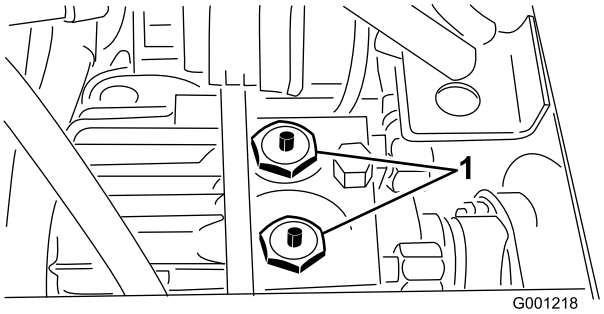

Figuur 33
2. Houd de pennen ingedrukt die zich bevinden in het midden van de twee (2) afsluitkleppen boven op de transmissie (Figuur 33), terwijl u de machine duwt of sleept. Op Figuur 33 zijn de stoel en de bevestigingsplaat van de stoel verwijderd.